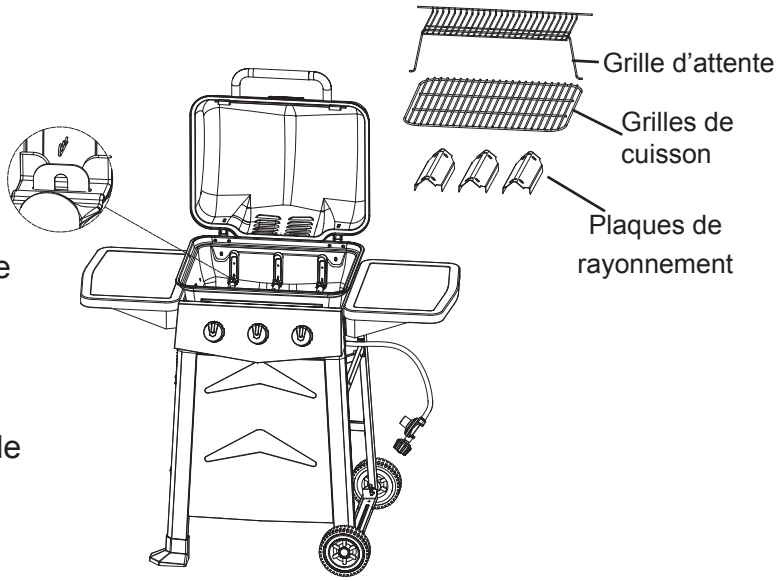

Figure 1
3. Retirez l'axe de charnière, comme illustré à la figure 1.